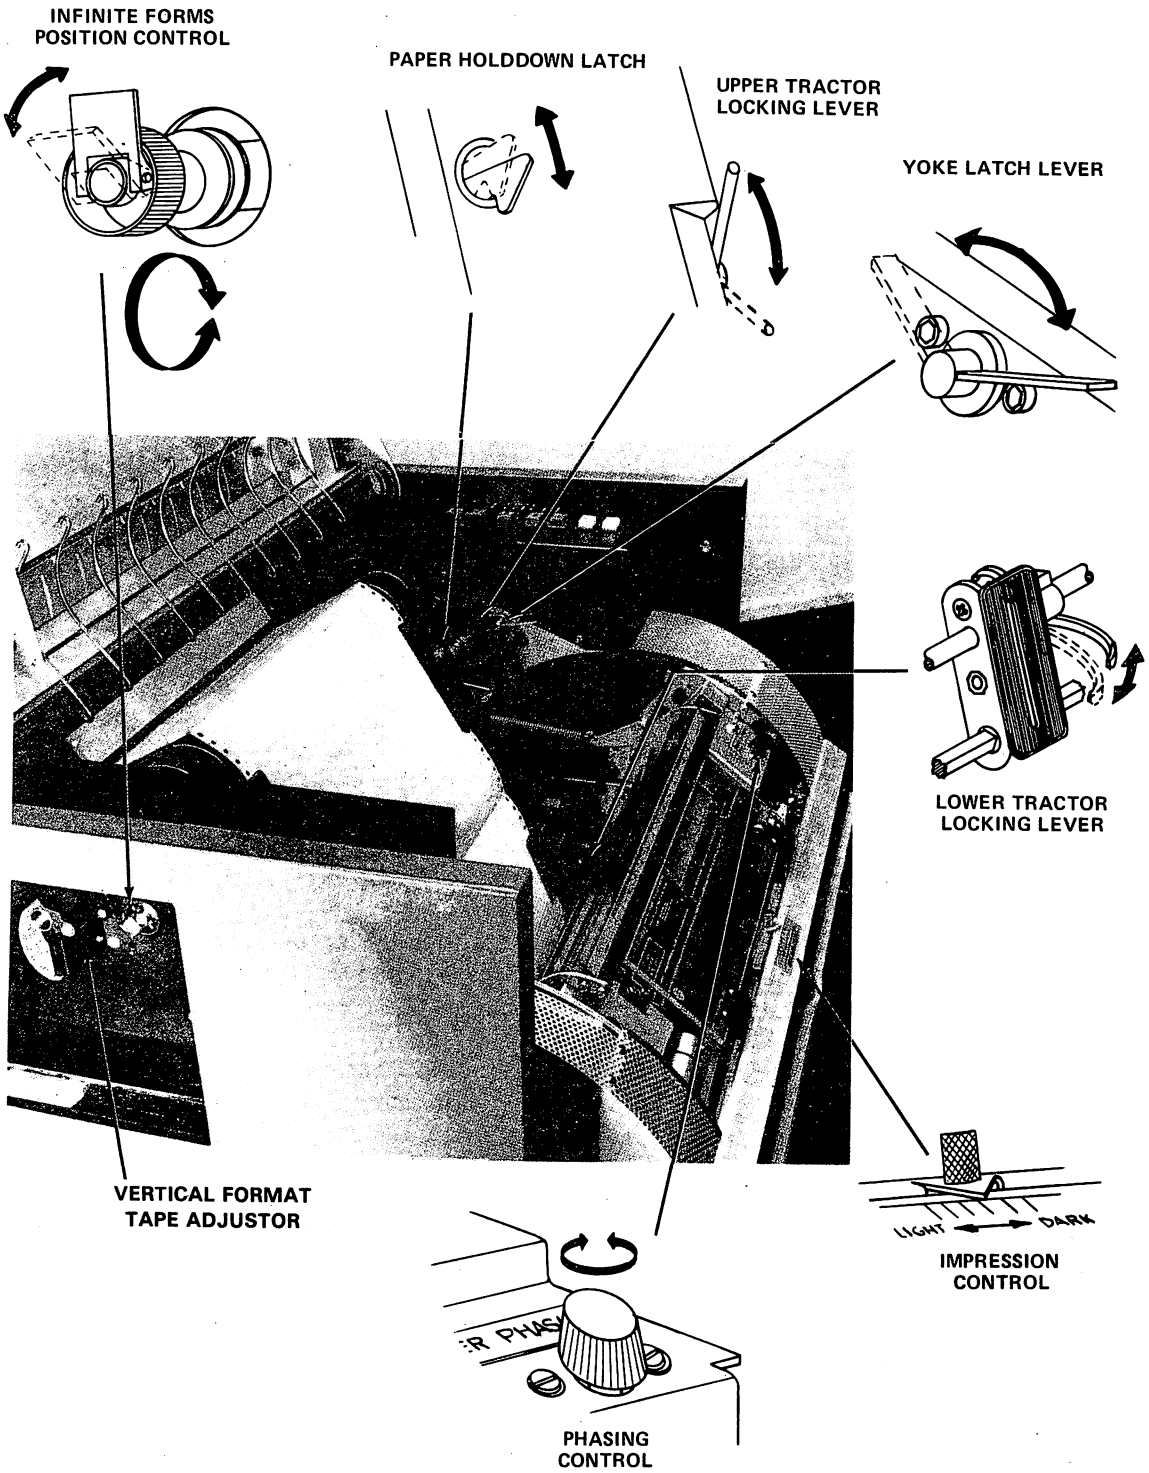

Figure 1-3. Model 2263 Line Printer Components
1. Raise the canopy to gain access to the printer yoke and open the front doors to gain access to the paper supply area (see Figure 1-3).
Adjustments to print density are made with the Impression control mechanism (see Figure 1-3). The Impression control moves the chain closer to, or away from, the print hammers permitting adjustment of print impression (darkness) to forms and ribbons of different thicknesses and characteristics. Print impression is adjusted by sliding this control to the left or right. Print impression darkens as the control is slid to the right and lightens when moved to the left.